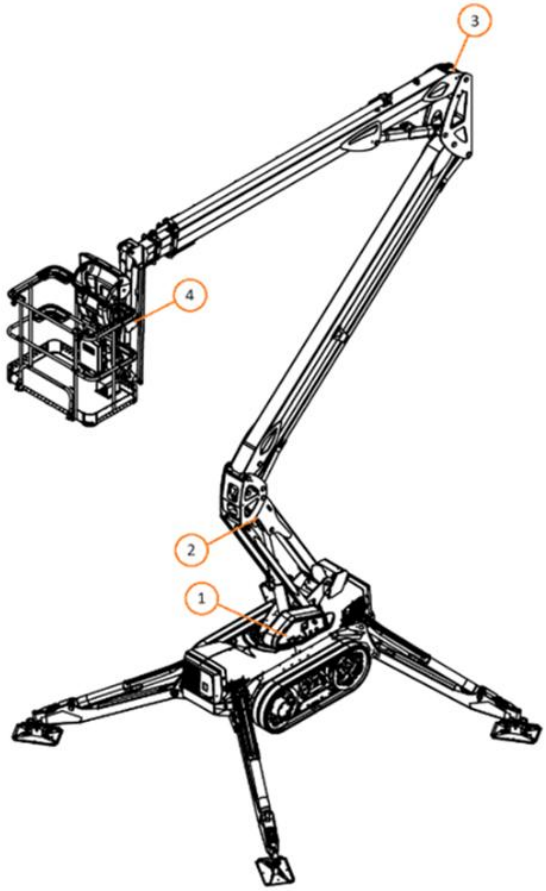

Abbildung 38. Positionssensoren der Maschine
An der Zugangsplattform befinden sich vier (4) Positionssensoren. Einer der Sensoren befindet sich im unteren Bedienfeld und misst die Neigung des Fahrgestells (Abbildung 38 (1)). Drei weitere Sensoren befinden sich in der Auslegerstruktur. Einer im unteren Ausleger am oberen Ende des Zylinders (Abbildung 38 (2)), einer im oberen Ausleger unter der Wartungsklappe (Abbildung 38 (3)) und einer im Auslegerarm am unteren Ende des Zylinders unter der Schutzabdeckung (Abbildung 38 (4)).